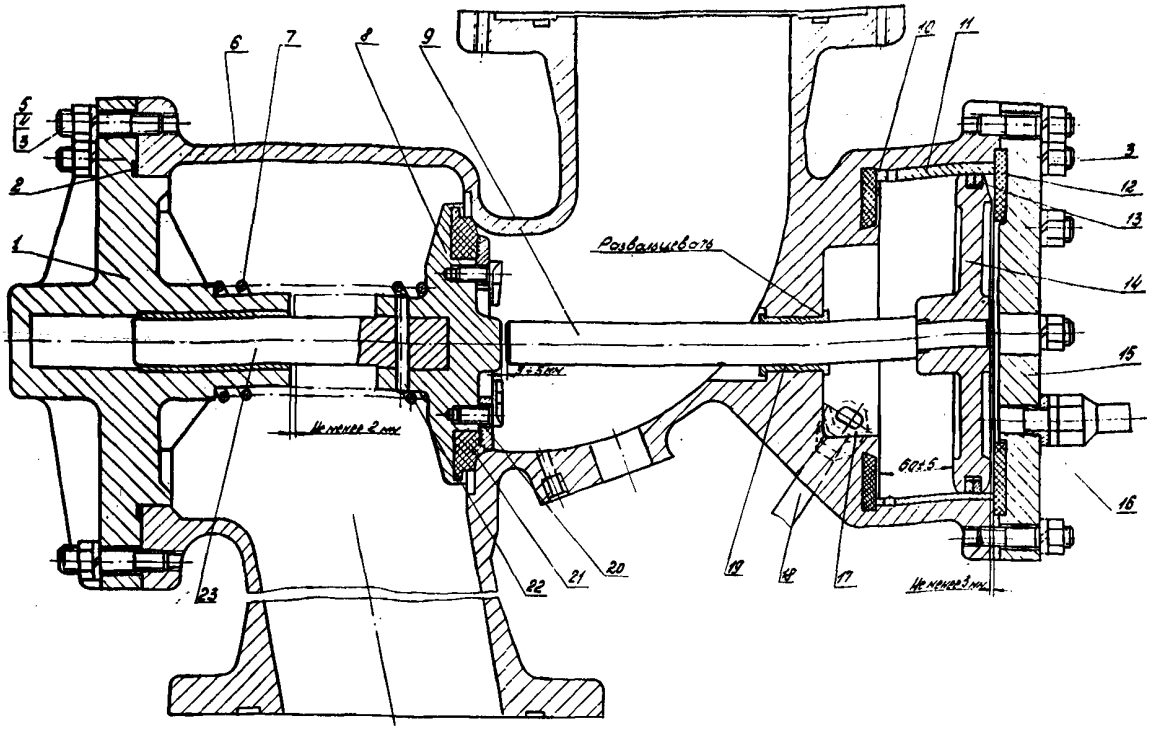

Рис.26. Дутьевой клапан камеры:
26.2. Отвинтить гайки 3 (рис.26), снять крышку I с уплотнением 2, вынуть клапан 8 со штоком 23 и пружиной 7.